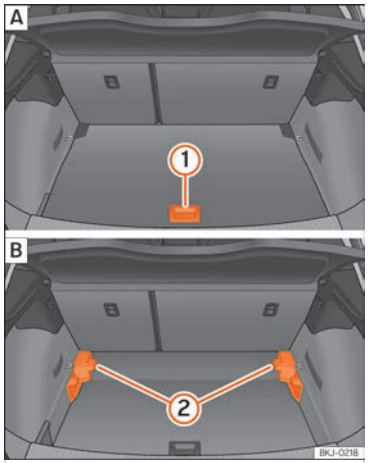

Fig. 139 Suelo variable del maletero: A posición alta; B posición baja.
- Para pasar de la posición baja a la alta, levante el piso por el asidero ››› fig. 139 (1), tire de él hacia atrás hasta que la parte delantera del piso rebase totalmente los soportes (2).
- Haga desplazar sobre estos el piso hacia adelante hasta que haga tope en el respaldo de los asientos posteriores y, a continuación, baje el piso con el asidero (1).
- Para pasar de la posición alta a la baja, levante el piso por el asidero ››› fig. 139 (1), tire de él hacia atrás hasta que la parte delantera del piso rebase totalmente los soportes (2).
- Deje caer la parte anterior contra el piso y empuje el piso hacia adelante hasta que haga tope en el respaldo de los asientos posteriores bajando al mismo tiempo el piso con el asidero ①.
- Con el suelo variable en posición alta, levántelo por el asidero ››› fig. 139 ①, tire de él y empuje hacia el respaldo de los asientos posteriores hasta que se doble por la línea de bisagra y la parte móvil del piso repose sobre el mismo.